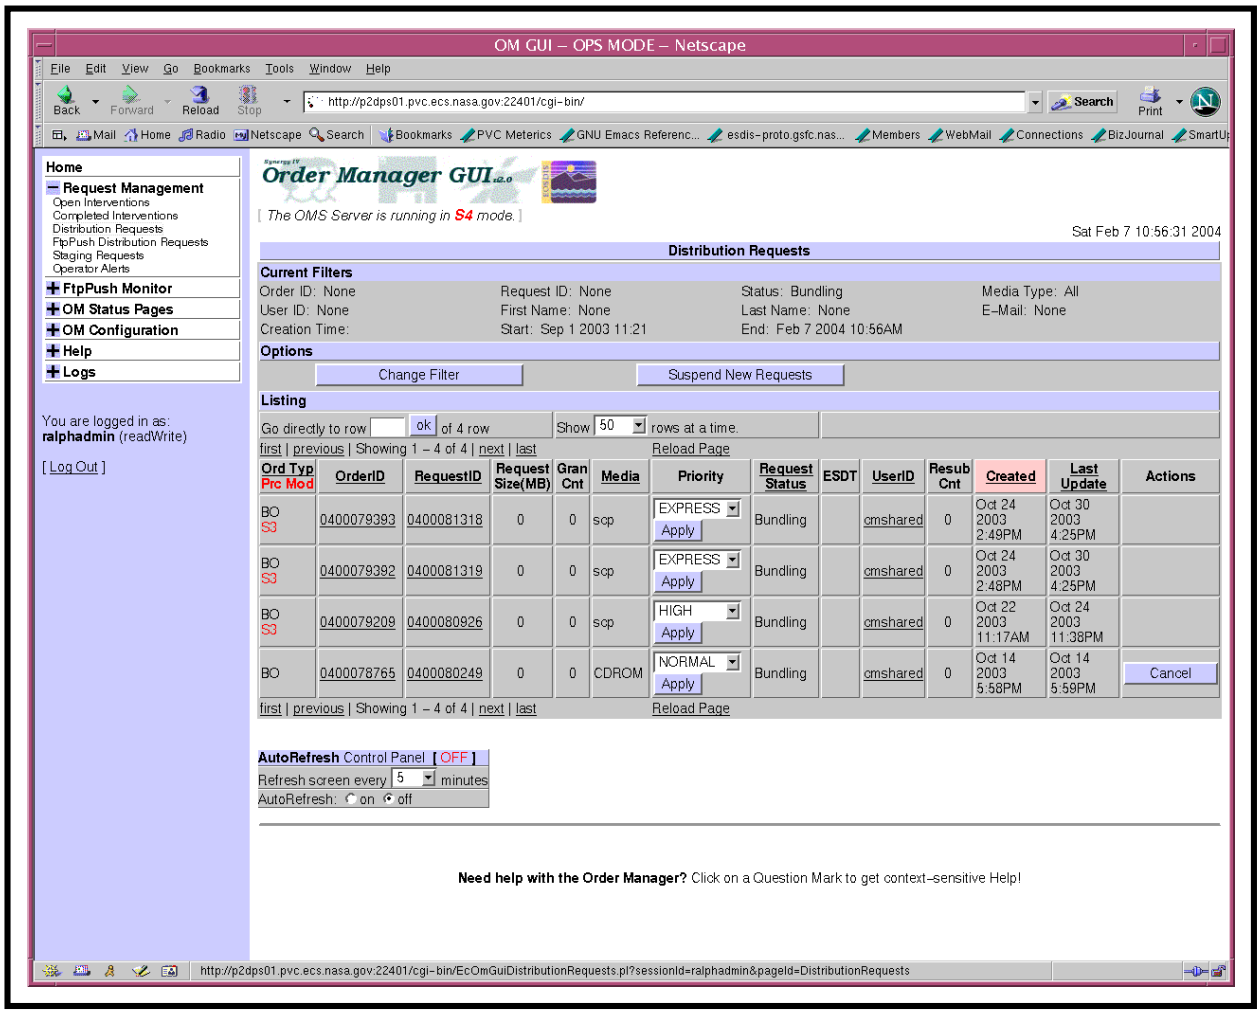

Figure 31. Distribution Requests Page
- **Distribution Requests** page (Figure 31).
- The **Distribution Requests** page (Figure 31) is displayed.